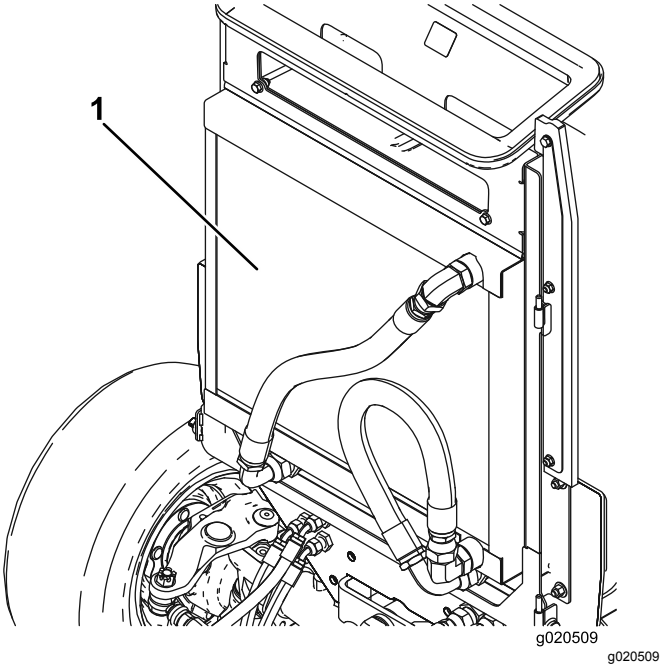

Figur 73
3. Rengör noga på båda sidor om oljekylaren och kylaren (Figur 73) med tryckluft. Börja framifrån och blås skräpet bakåt. Rengör sedan bakifrån och blås framåt. Upprepa detta flera gånger tills alla beläggningar och allt skräp har försvunnit.